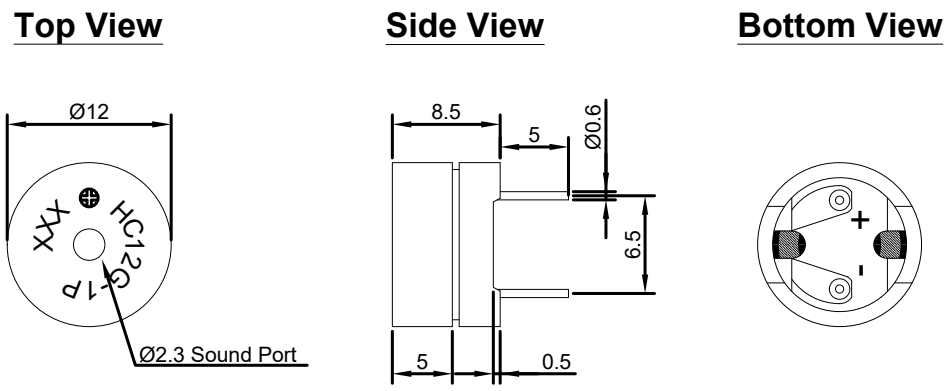

Figure 3. HC12G-1P/002 Mechanical Layout
4.3.1. Layout and Dimension : See Section 6, Figure 3